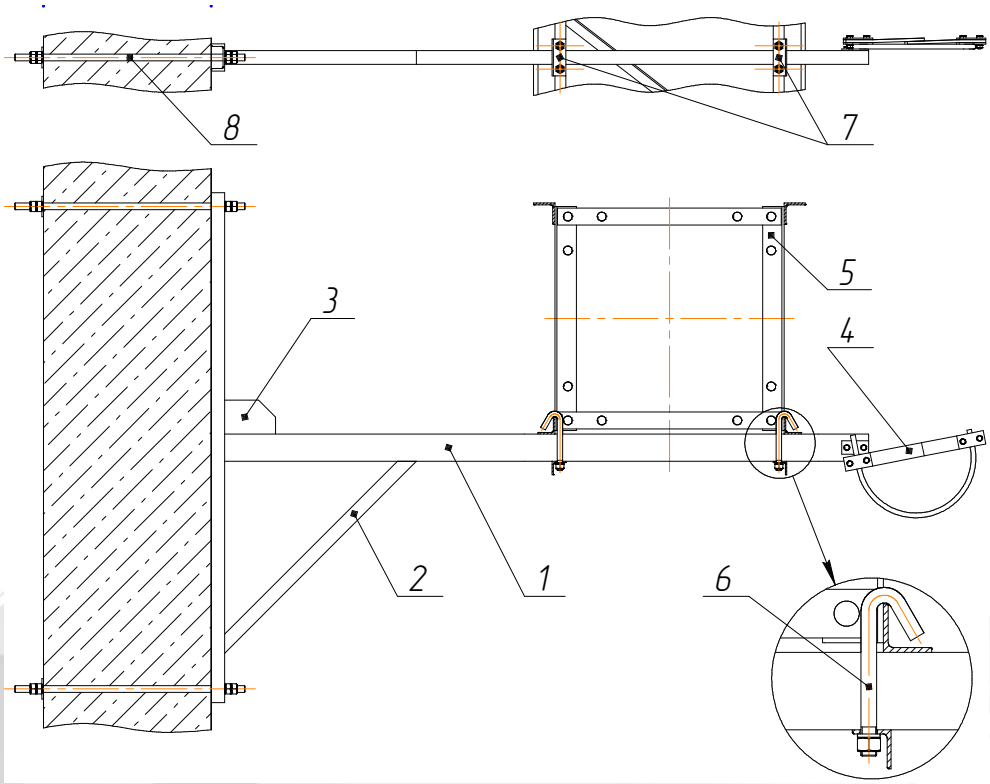
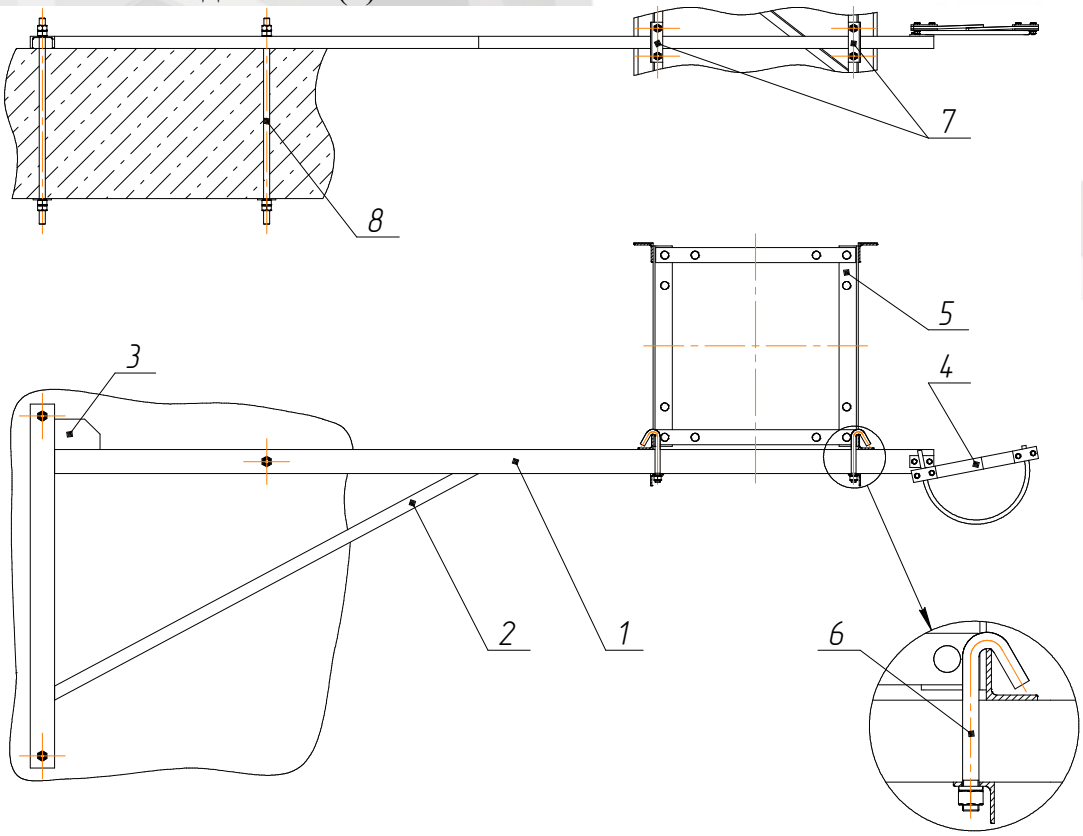

Рис. 8.1 - Крепление мачты к стене здания
Рис. 8.2 - Крепление мачты к перекрытию здания
Опора представляет собой Т-образную (рис. 8.1) или Г-образную (рис. 8.2) балку (1) с ловушкой кабеля (4) на конце, укрепленную укосиной (2) и косынкой (3). Крепление мачты подъемника (5) к балке осуществляется посредством четырех прижимов (6), попарно установленных в фиксаторах (7). Крепление опоры к стене и перекрытиям здания производится с помощью шпилечных соединений (8).